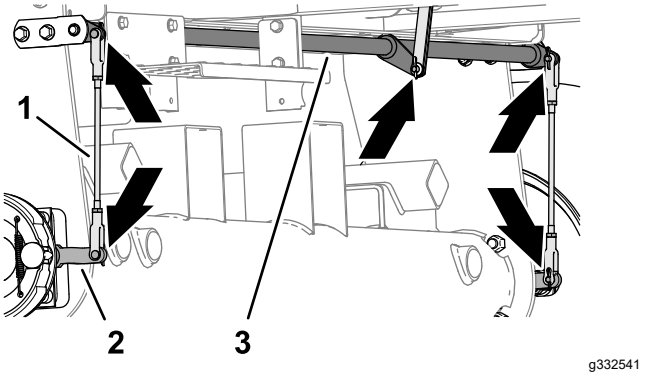

Figuur 82
1. Controleer de linker en rechter remstang (Figuur 82) op beschadiging en slijtage.
2. Controleer de scharnieras van de rem (Figuur 82) op beschadiging en slijtage.